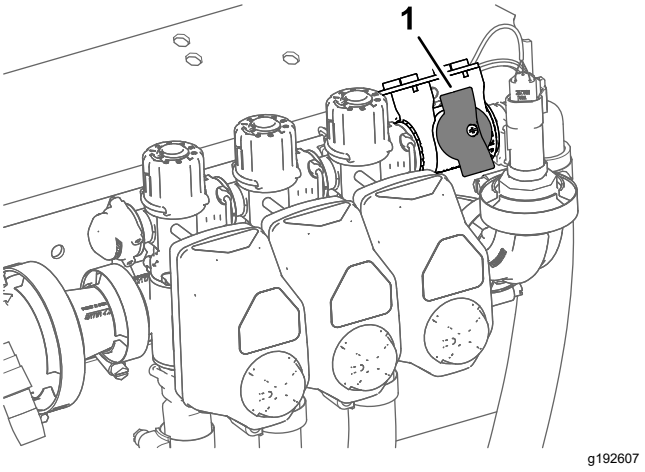

Рисунок 48
4. Если машина работает в режиме заданной нормы внесения, убедитесь, что ручка отсечного клапана перепуска секции находится в закрытом положении (Рисунок 48).
5. Если машина работает в режиме заданной нормы внесения, убедитесь, что отсечной клапан перепуска секции находится в закрытом положении (Рисунок 48).